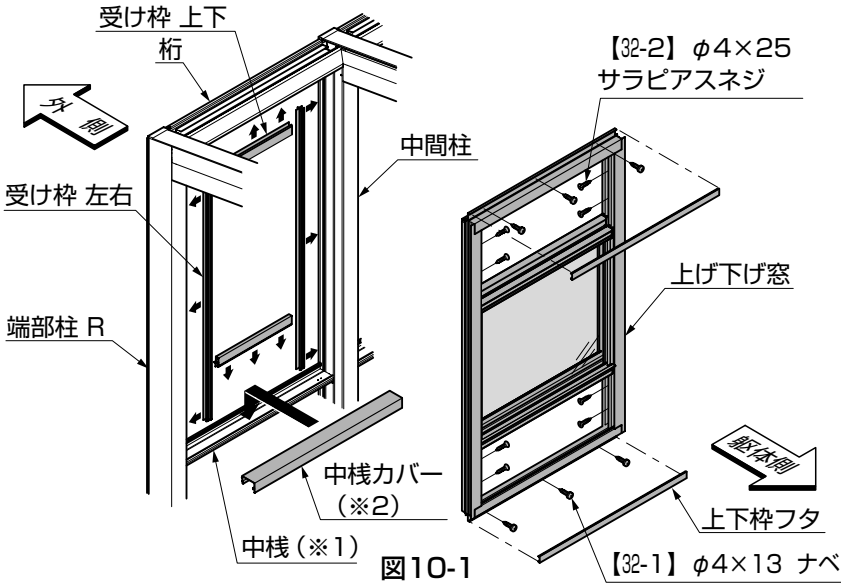
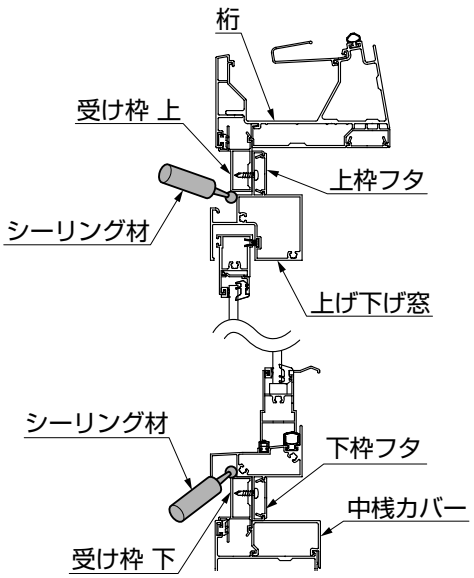
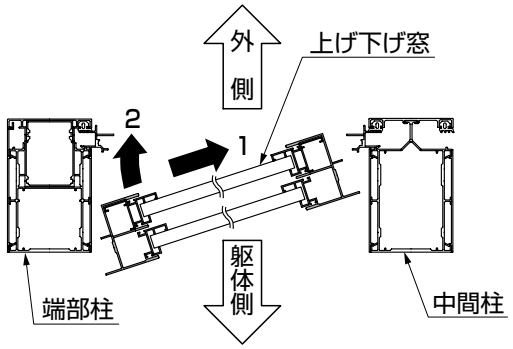
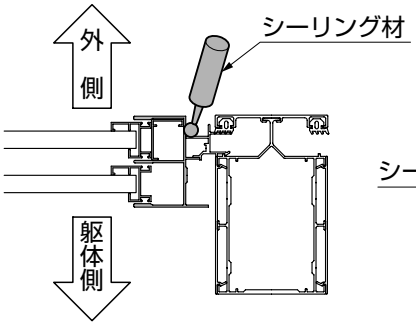

図10-1
図10-2 縦断面
図10-3
図10-4
①上段の中桟カバーを中桟に、はめ込んでください。(図10-1、図10-2参照)
②受け枠 左右を柱に、はめ込んでください。(図10-1参照)
③受け枠 上下を桁、中桟にはめ込んでください。(図10-1参照)
④上げ下げ窓を受け枠 左右に、【32-2】で取付けてください。(図10-1、図10-3、図10-4参照)
⑤上げ下げ窓を受け枠 上下に、【32-1】で取付けてください。(図10-1、図10-3、図10-4参照)
⑥上下枠フタを上げ下げ窓に、はめ込んでください。(図10-1、図10-2参照)